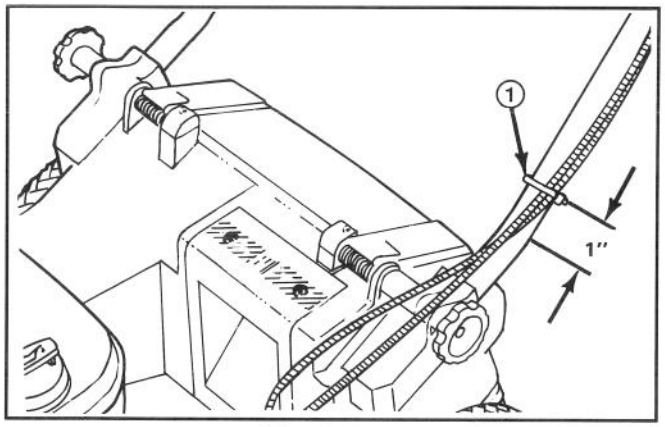

Afbeelding 4
7. Bevestig met een draad de kabel(s) aan de onderzijde van de linker buis (Afb. 4). De kabel dient 25 mm van de buiging in de hendel bevestigd te worden. Zie afbeelding 4 voor de juiste plaatsing van de kabel(s).